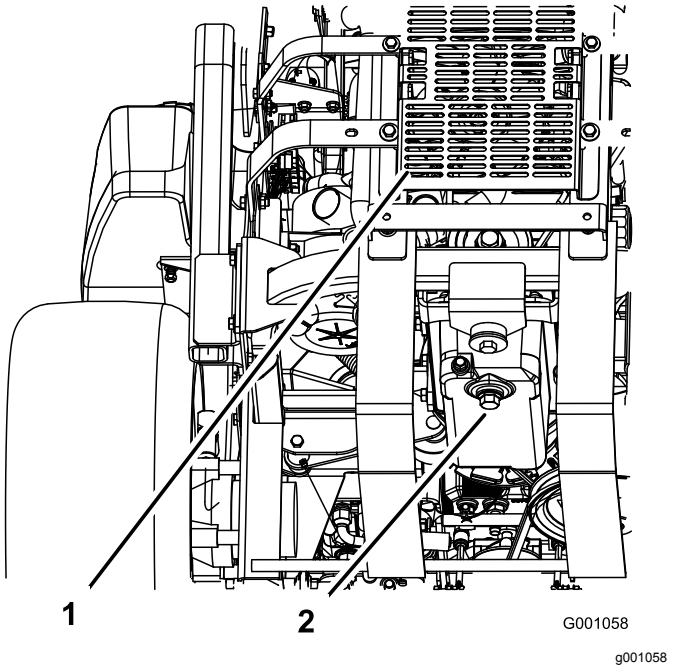

Rysunek 60
5. Umieść miskę pod spustem oleju. Odkręć korek spustowy i poczekaj, aż cały olej spłynie (Rysunek 60).